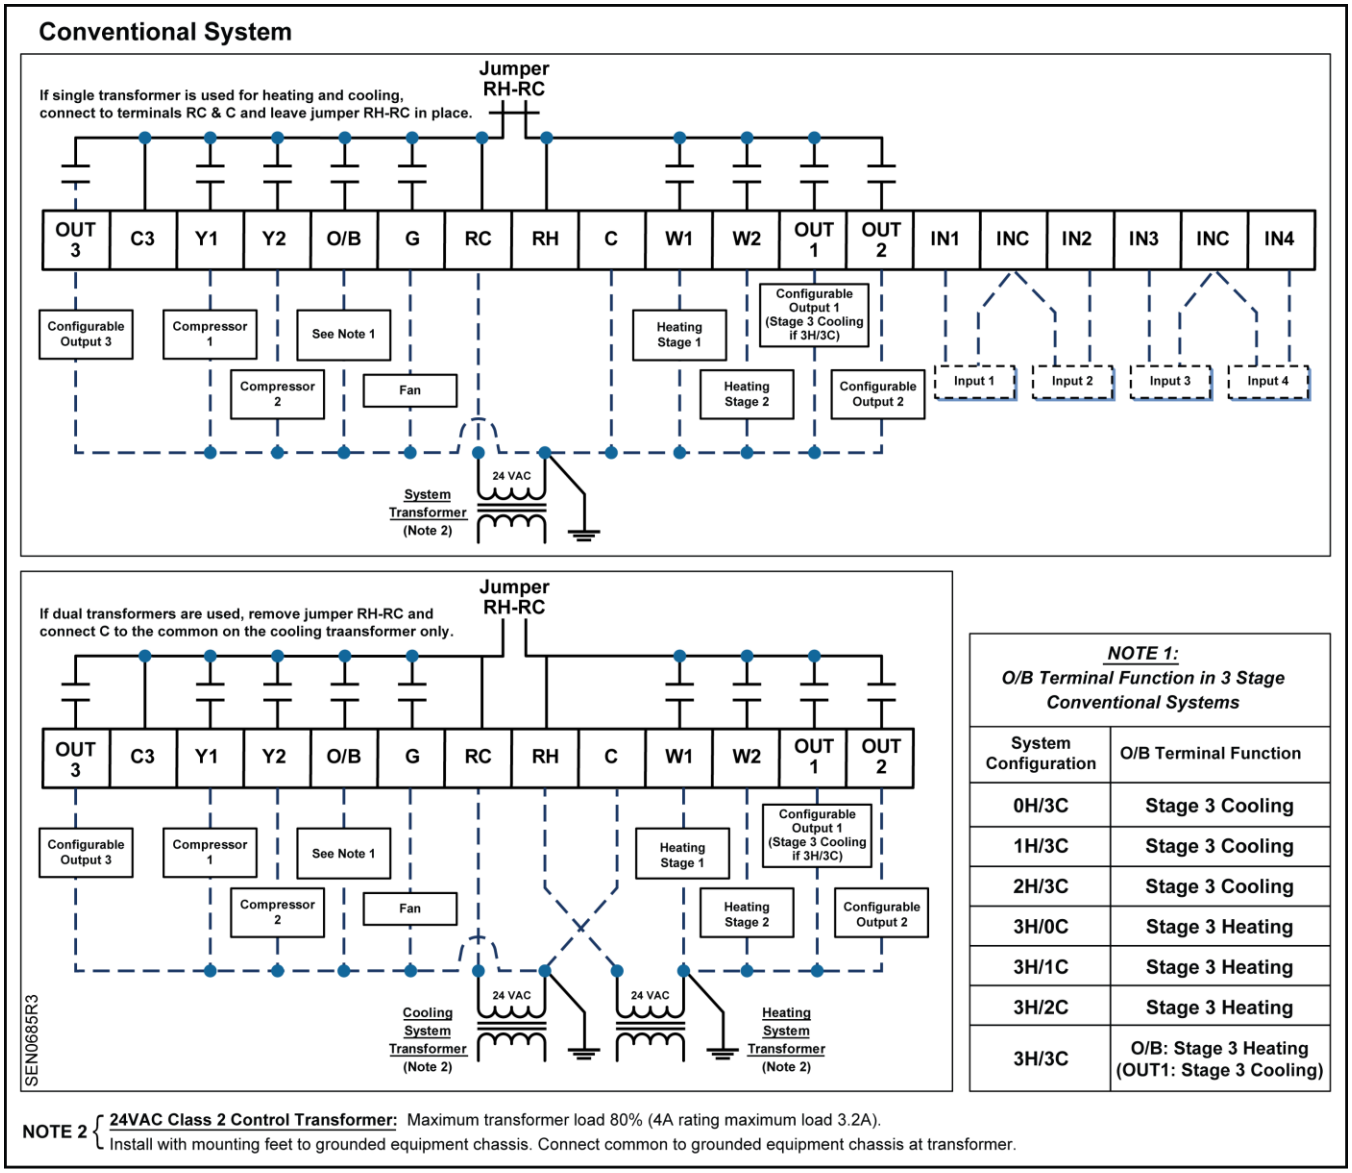
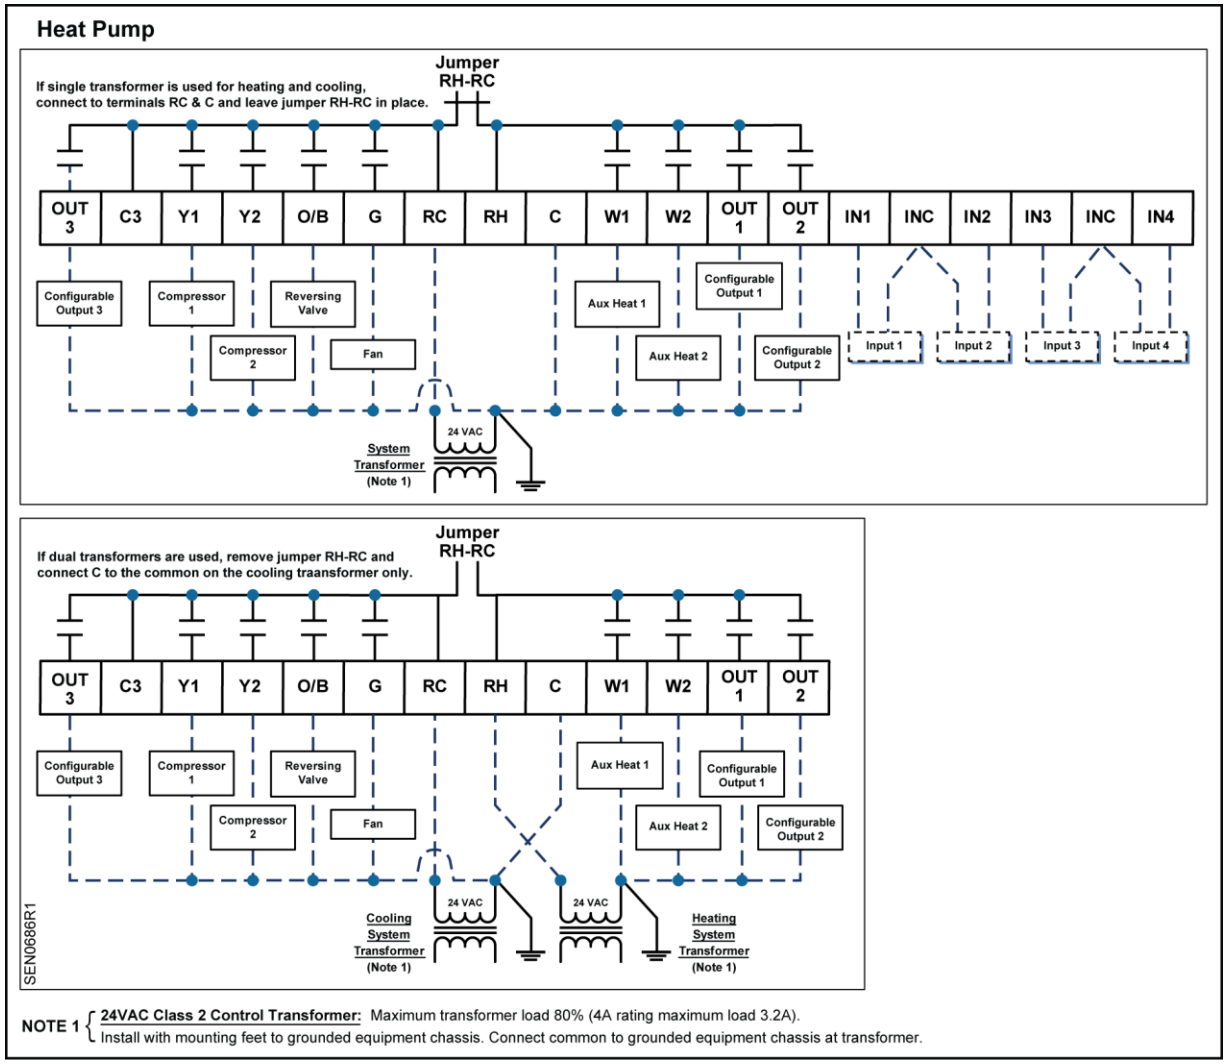

Figure 4. Wiring Schematic, Conventional System.
Figure 5. Wiring Schematic, Heat Pump.
a. Verify HVAC equipment schematics for required circuit connections to thermostat *Wiring Diagrams*, Figure 4 and Figure 5.